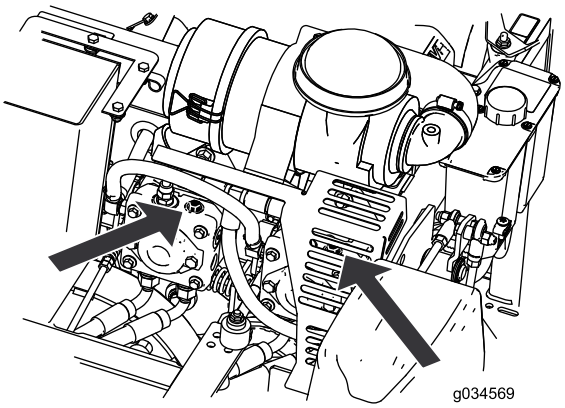

Bild 28
4. Drehen Sie beide Ablassventile um eine Umdrehung nach links, um das Antriebssystem zu lösen (Bild 28). So kann Hydrauliköl an der Pumpe vorbei fließen, und die Räder können sich drehen.